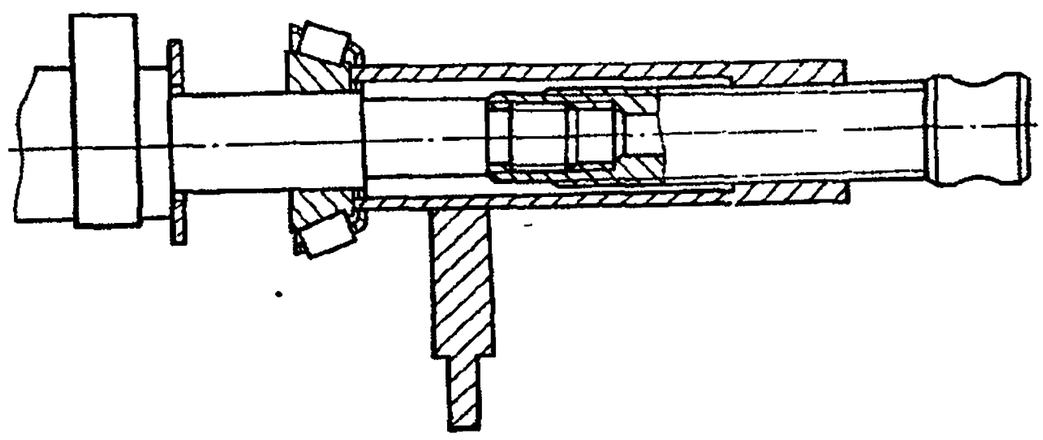

Рис. 105. Приспособление И801.27.000 для установки подшипников кулачкового вала ТНВД
66. Запрессуйте приспособлением (рис. 105) внутренние кольца *49* (см. рис. 80) конических подшипников с прокладками *48* на кулачковый вал *47*. Установите вал в корпус ТНВД	Приспособление